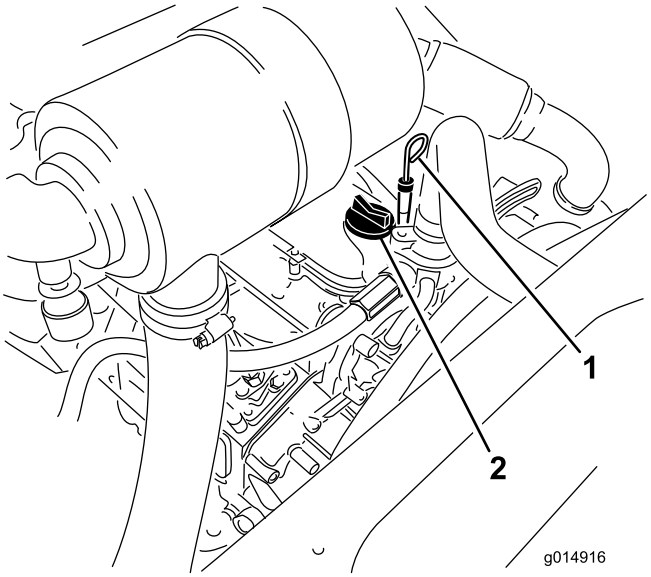

Figur 44
3. Ta ur oljestickan, torka av den och sätt tillbaka den igen (Figur 44).
5. Om oljenivån inte når upp till markeringen Full på oljestickan, ska du ta bort påfyllningslocket (Figur 44) och fylla på olja tills nivån når upp till markeringen.